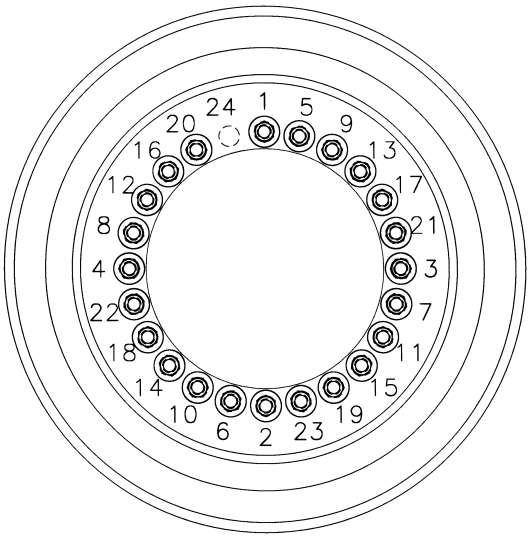

FIGURA 8-2
2. Posicione o conjunto de rodas nos prisioneiros de montagem. Instale as porcas parafuso e aperte-as com um torque de 50 lb-pé (68 Nm) na sequência mostrada na Figura 8-2.
4. Continue a apertar as porcas parafuso com um torque de 340 a 360 lb-pé (461 a 488 Nm) na sequência mostrada na Figura 8-2.